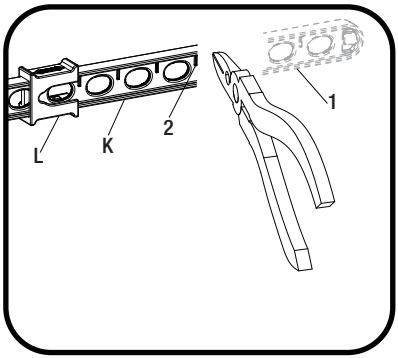

Fig. 2
- Una vez que hayas identificado el orificio adecuado en la presilla de la varilla de elevación (K) que es necesario para tu instalación, puedes recortar la porción inferior (1) de la presilla de la varilla de elevación (K) partiendo con alicates o cortando con una sierra en el punto de corte (2), como se muestra en la Fig. 2. Asegúrate de que la presilla (L) no se salga de la correa de la varilla de elevación (K).